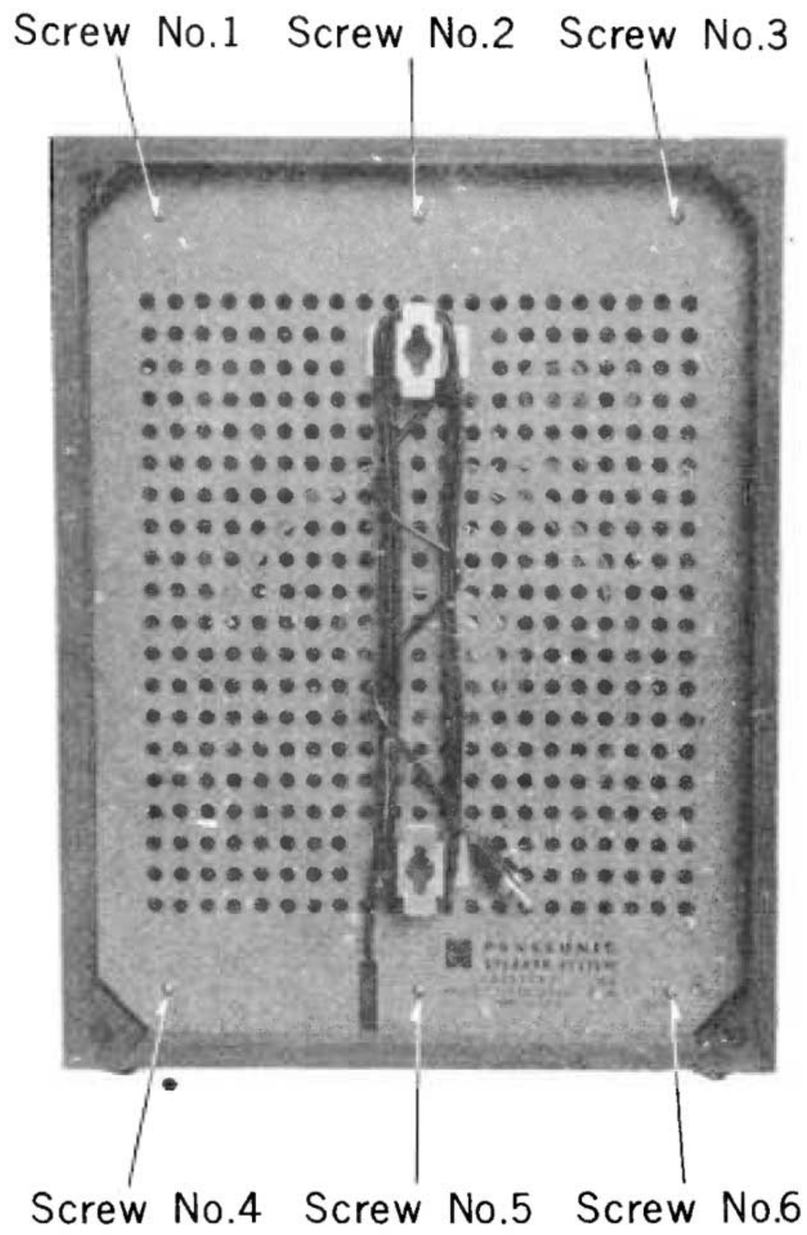

Fig. 6
To Remove Speaker (Refer to Fig. 6)
1. Remove six (6) rear panel mounting screws, Nos 1～6, as illustrated in Fig. 6.
To Remove Baffle Board (Refer to Fig. 6,7)
1. Remove six (6) rear panel mounting screws, Nos. 1～6, as illustrated in Fig. 6.